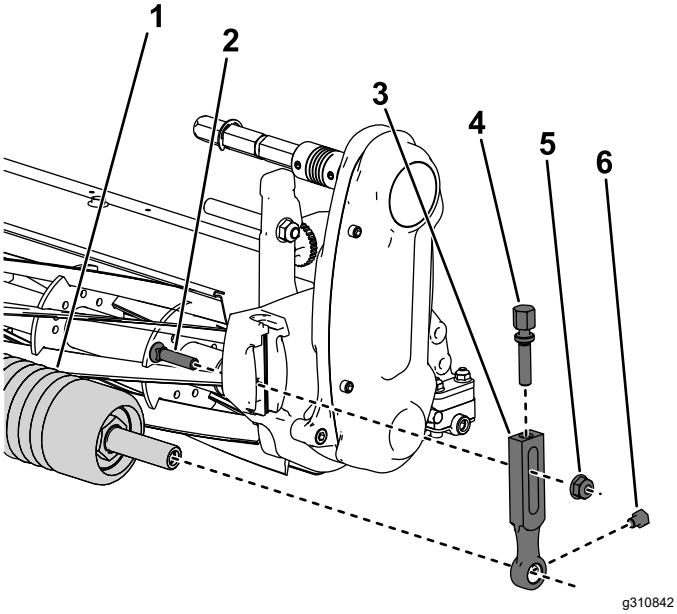

图 3
1. 卸下将其中一个剪草高度臂固定至滚刀组侧板的防松螺栓、垫圈及凸缘螺母图 3。